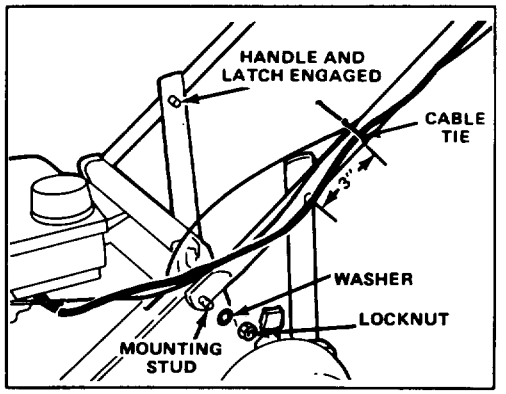

Figure 1
1. Spread handle ends and slide onto mower housing mounting studs (Fig. 1).
3. Spring handle latches inward. Adjust handle to a comfortable operating height by snapping handle studs into one of three holes on handle latches (Fig. 1).
4. Secure control cables to handle approximately 3" above handle stud (Fig. 1).